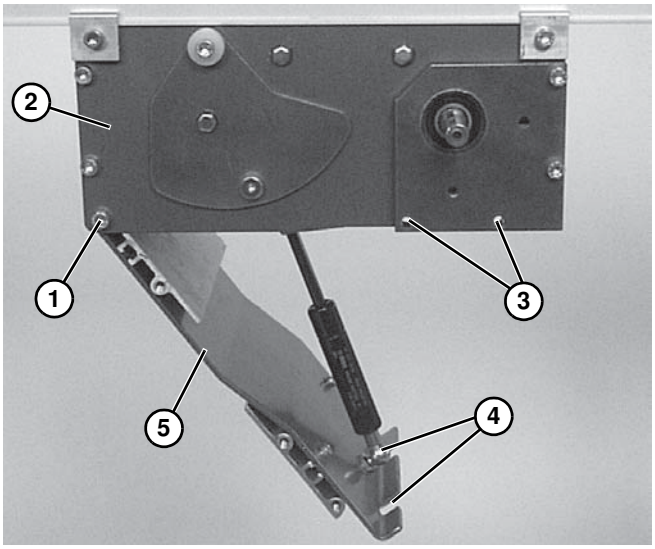

Figure 31
2. Desserrer les vis placées en coin **(Figure 31, élément 1)** de chaque côté du module d'entraînement **(Figure 31, élément 2)**.
3. Retirer les vis de la porte du dispositif de tension **(Figure 31, élément 3)** de chaque côté du module d'entraînement.
4. En plaçant les doigts dans les trous **(Figure 31, élément 4)**, ouvrir la porte du dispositif de tension **(Figure 31, élément 5)** pour détendre la bande.